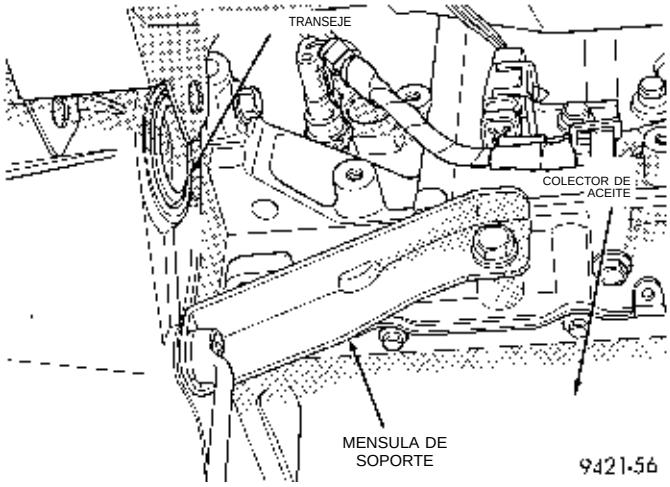

Fig. 28 Desmontaje del soporte
(18) Retire del motor y del transeje el montante de curvatura lateral trasero del transeje (Fig. 28).